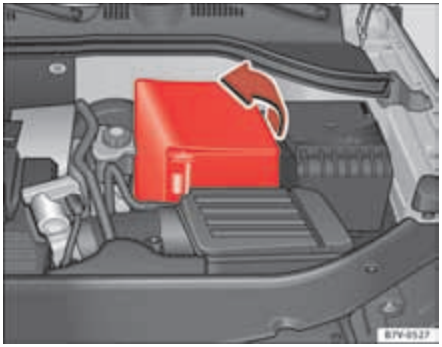

Fig. 181 In the engine compartment: Unfold the vehicle's battery hose.
- *In the case of a hose:* fold the cover to one side to remove ⇒ page 319, fig. 181.